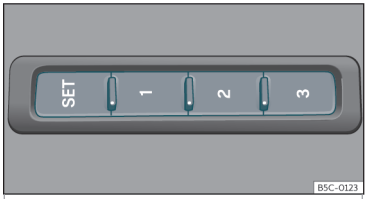

Fig. 106 Pe partea exterioară a scaunului șoferului: butoanele de memorare.
• Apăsați SET mai mult de 1 secundă››› **fig. 106**.
• Țineți apăsat butonul SET››› **fig. 106** .